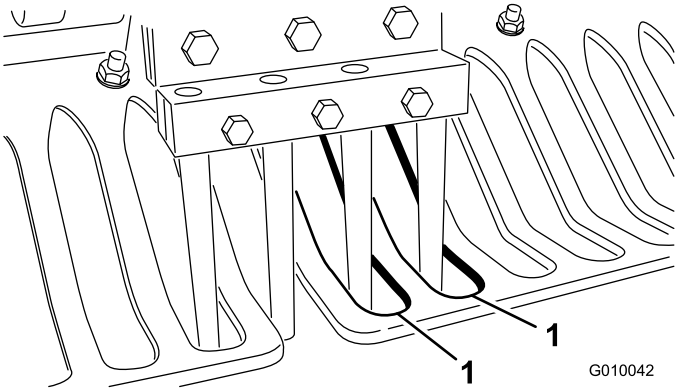

Figuur 26
6. Controleer of de tanden zich in het midden van de openingen in de beschermvingers bevinden (Figuur 26). Verstel indien nodig de beschermvingers en draai de moeren vast.